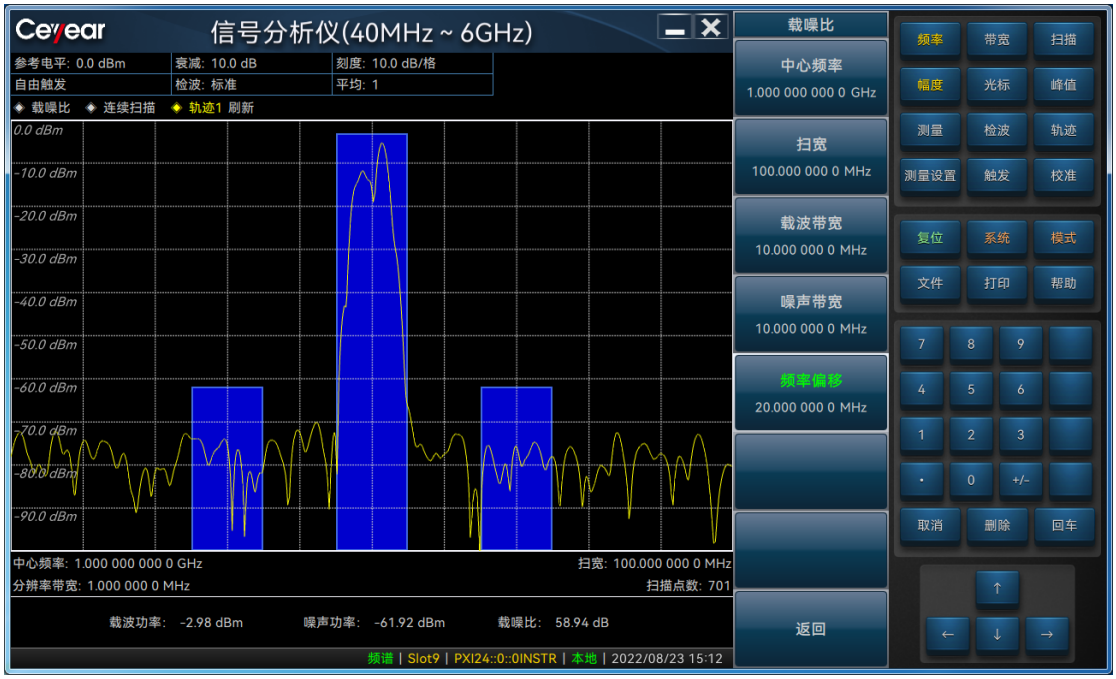

图 3.37 载噪比测量结果
- 载噪比测量结果显示如图 3.37 所示。图形窗口和文本窗口显示了载波功率、噪声功率和载噪比值。